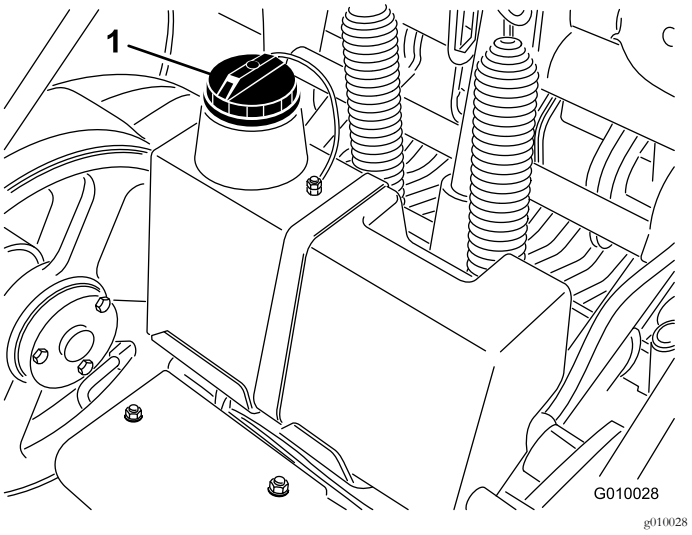

Figuur 18
3. Reinig het gebied rond de vulbuis en de dop van de hydraulische tank (Figuur 18). Verwijder de dop van de vulbuis.